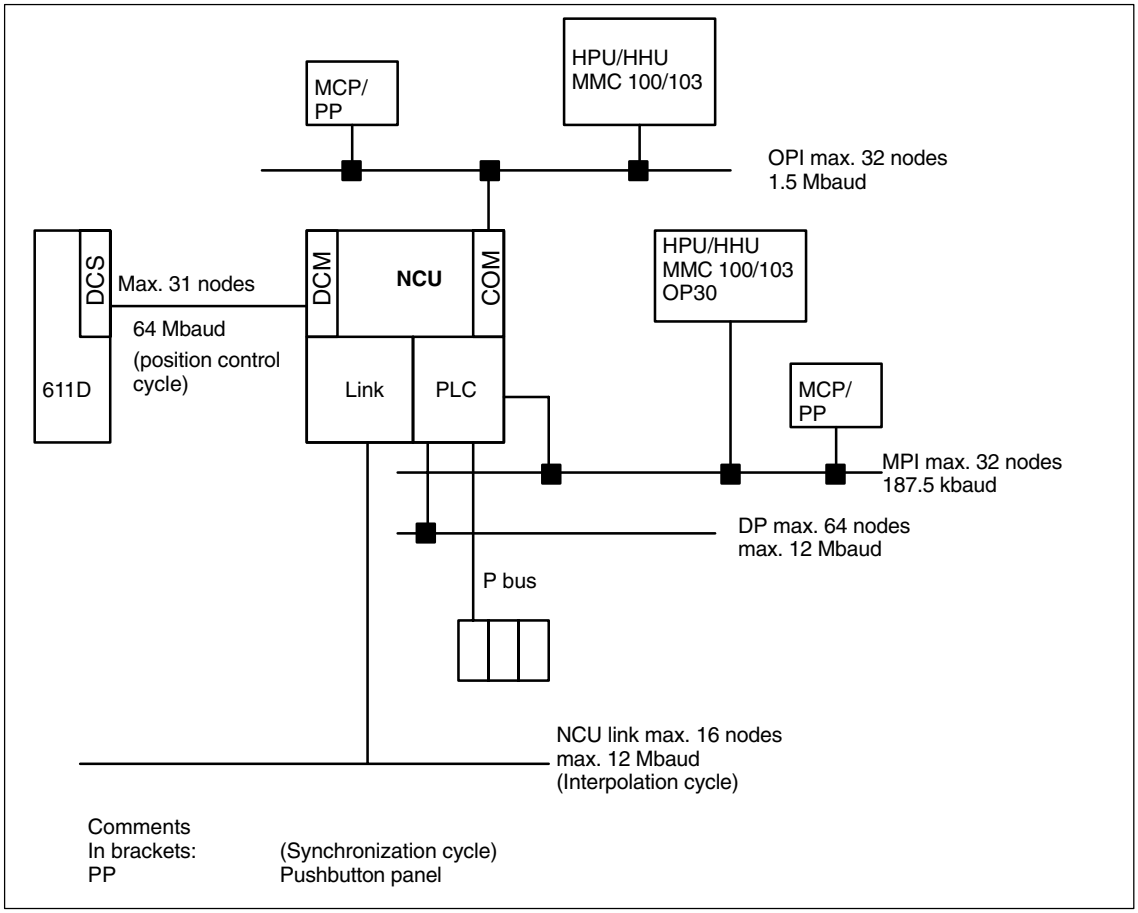

Fig. 1-2 Bus properties
- Up to 32 bus nodes (MMCs, MCPs and/or NCUs, see Fig. 1-2)